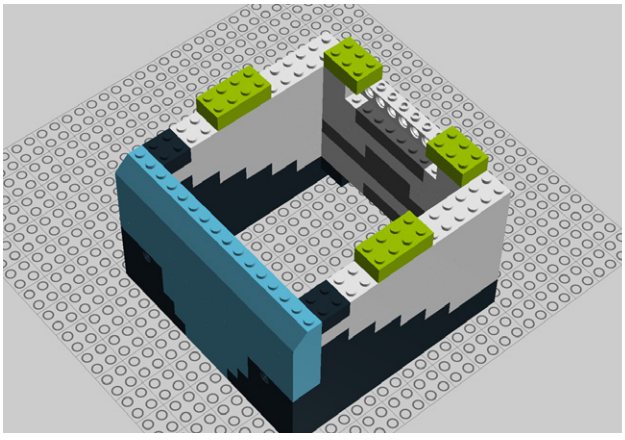

Figure 9-44. *Step 39: Attaching two 2x3 and two 2x4 bricks*
39. Add two 2x3 and two 2x4 bricks (Figure 9-44).